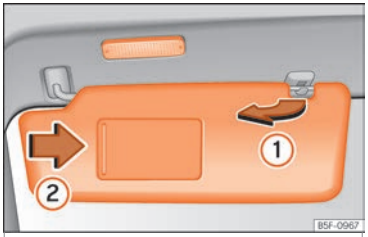

Fig. 146 Sun visor
- The sun visor can be pulled out of its mounting and turned towards the door ››› Fig. 146 ①.
There may be a vanity mirror, with a cover, on the rear of the sun visor. When the cover is opened ››› Fig. 146 ② a light comes on.